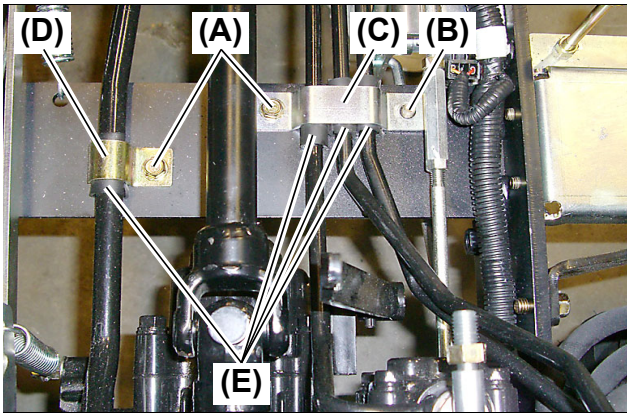

Fig. 4
5. Remove the two (2) M8 × 16 mm (L: 0.64 in.) bolts **(Fig. 4, (A))** that secures the pipe clamps **(Fig. 4, (C))** to the main frame. The three (3) hydraulic pipes are protected by a rubber cushion **(Fig. 4, (E))** (Tube).
6. Remove the M8 × 16 mm (L: 0.64 in.) bolt **(Fig. 4, (A))** that secures the pipe clamp **(Fig. 4, (D))** to the main frame. The hydraulic pipes are protected by a rubber cushion **(Fig. 4, (E))** (Tubes).
●A positioning pin **(Fig. 4, (B))** is provided.